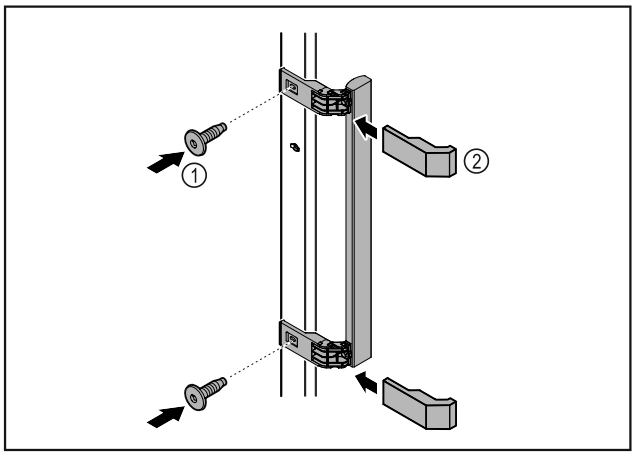

Fig. 7
▶ Colocar en la puerta el tirador del kit de accesorios con los tornillos incluidos *Fig. 7 (1)*.
▶ Colocar la cubierta *Fig. 7 (2)*.